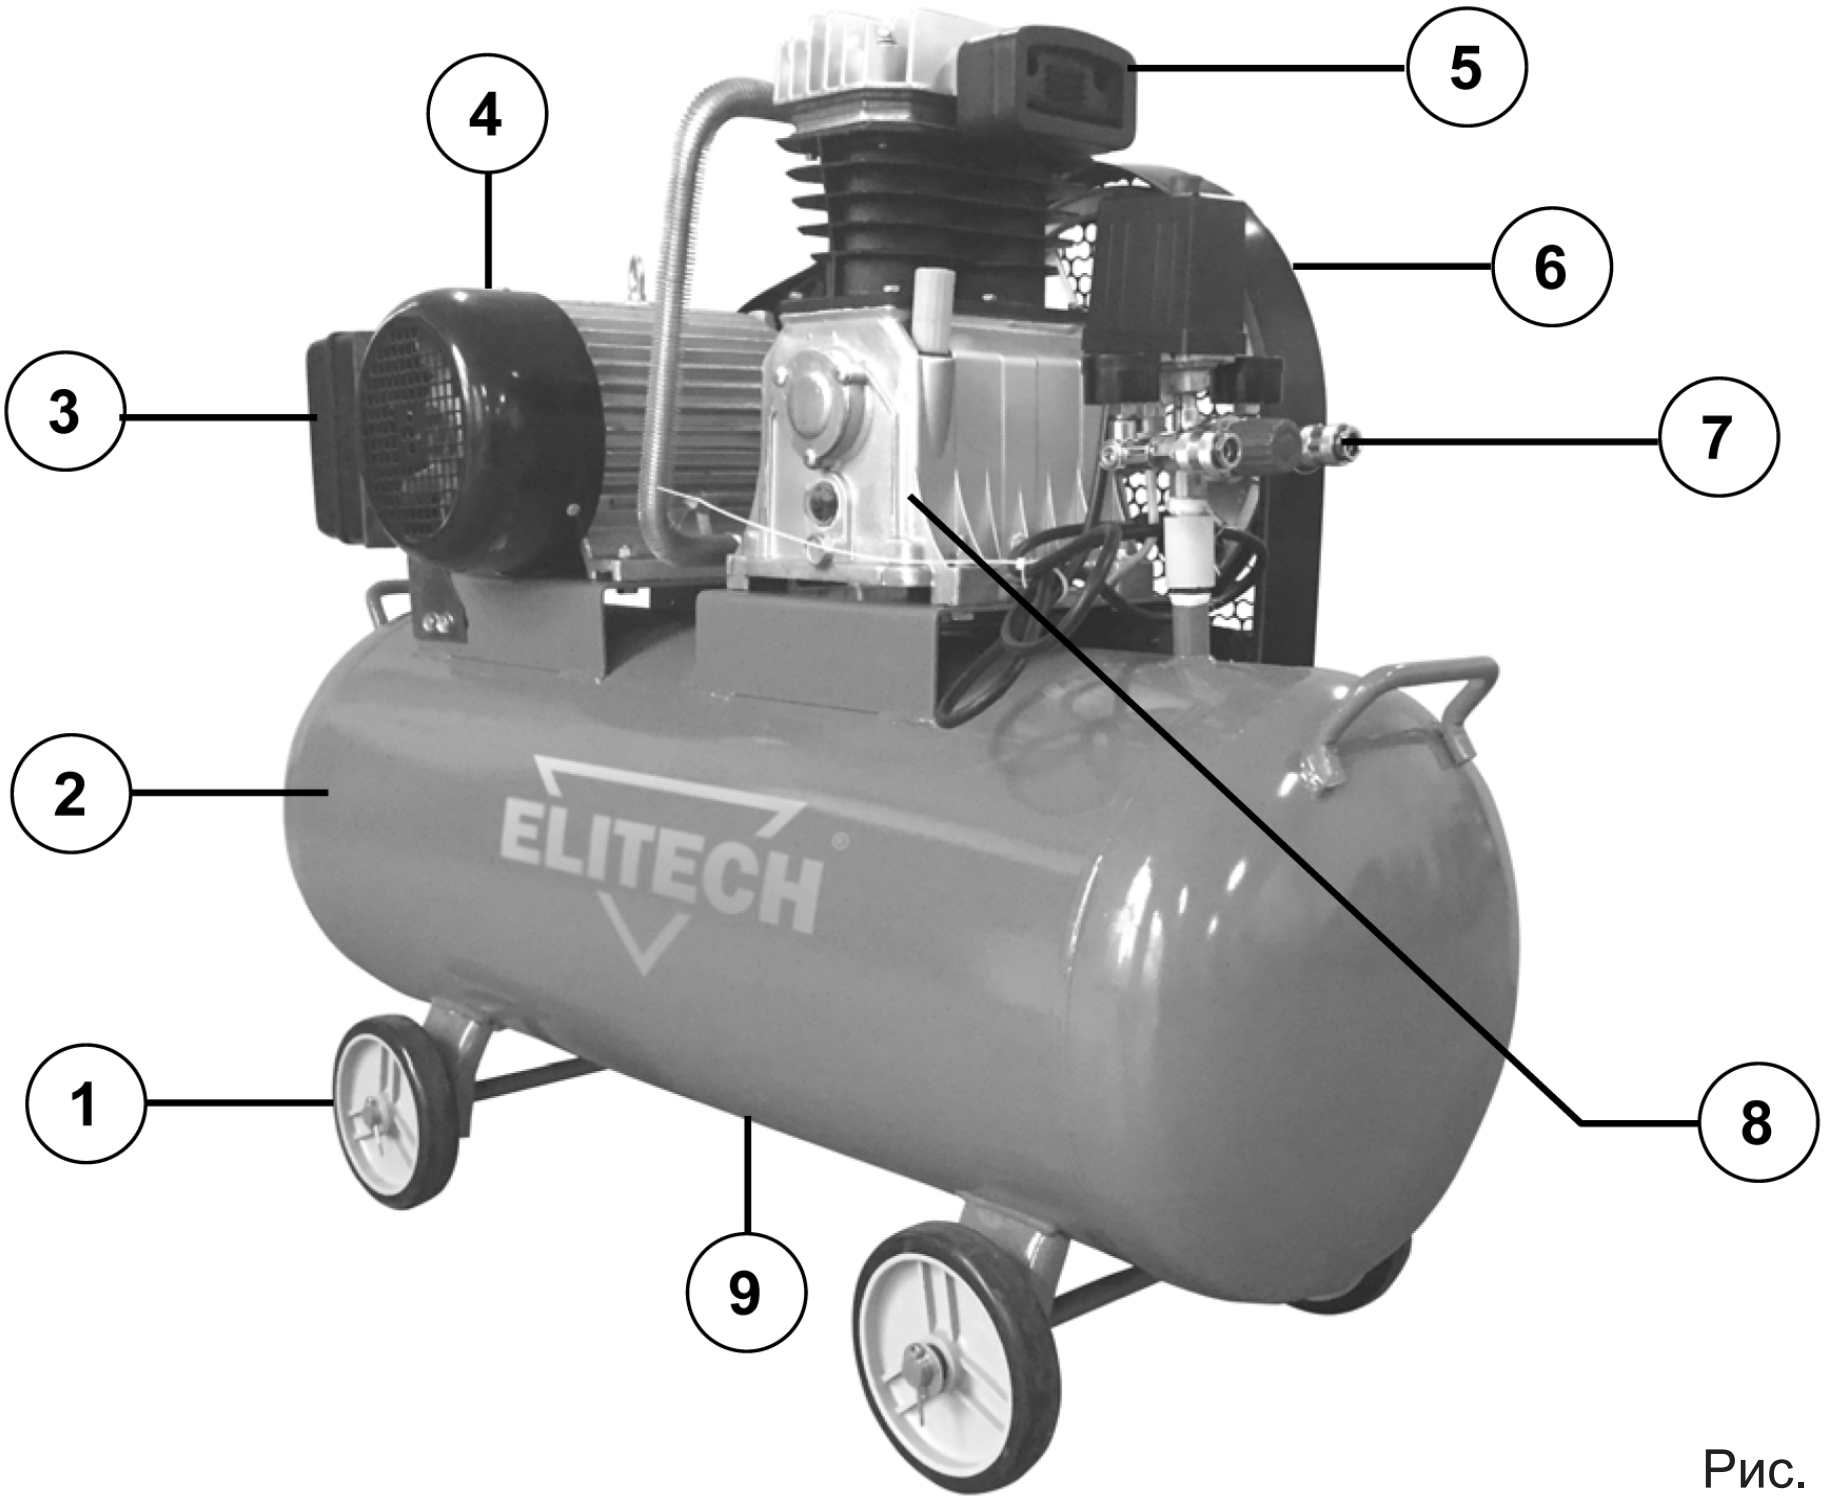

Рис. 1
1.Откройте корпус воздушного фильтра 5 (Рис. 1), открутив два винта.